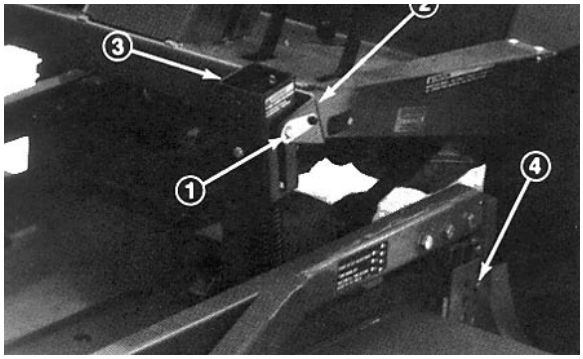

Bild 9
2. Den Ausgleich von der Zugmaschine entfernen, die Sperrstifte aus den Winkelprofilen entfernen, die Druckfedergruppe von den Winkeln trennen und auf der Mäherhaube ablegen. Die Sperrstifte locker mit den Winkelprofilen verbinden, um Verlust der Bauteile vorzubeugen (Bild 9).
3. Das Schnittwerk absenken und die (4) Stifte aus den Schnitthöheneinstellwinkeln entfernen (Bild 9).